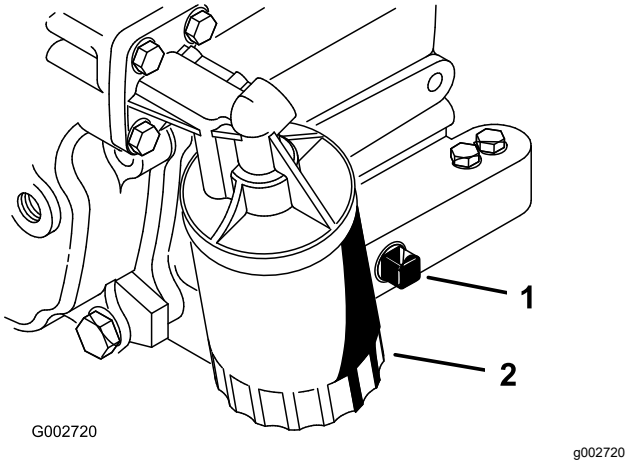

Figur 26
2. Ta bort avtappningspluggen (Figur 26) och låt oljan rinna ned i ett avtappningskärl. Sätt tillbaka avtappningspluggen när oljan har slutat rinna.
3. Avlägsna oljefiltret (Figur 26).